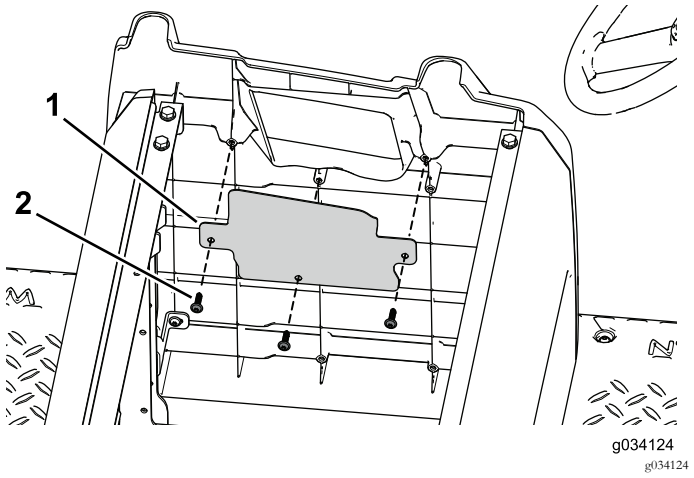

Figur 44
2. Fäst kåpan över öppningen på sidoplattan med tre självgängande skruvar (Figur 44).